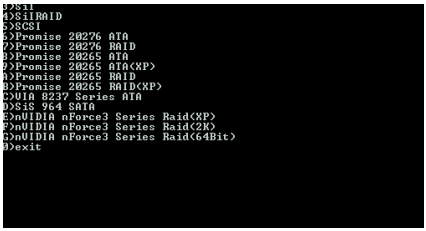
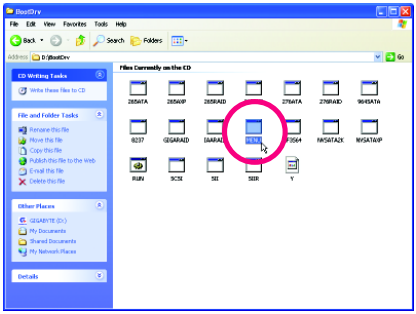

Figure 11
Figure 12
Step 2: When the controller menu (Figure 11) appears, remove the startup disk and insert the blank formatted disk. Select the controller driver by pressing the corresponding letter from the menu.
For example, from the menu in Figure 11, press E to select **(E) nVIDIA nForce3 Series Raid (XP)** if you wish to install Windows XP (32-bit). Your system will then automatically zip and transfer this driver file to the floppy disk. Press 0 to exit when finished.
Use an alternative system and insert the GIGABYTE motherboard driver CD-ROM. From the CD-ROM drive folder, double click the **MENU.exe** file in the **BootDrv** folder (Figure 12). A command prompt window will open similar to that in Figure 11.